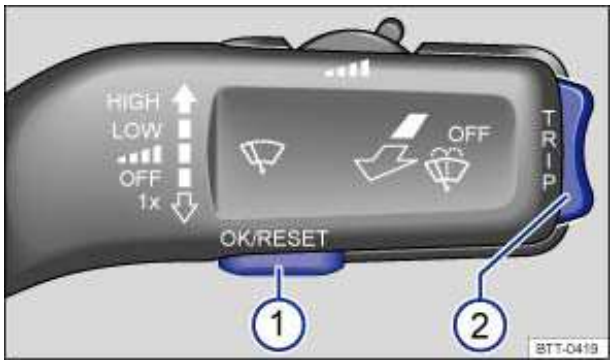

Fig. 13 On the windshield wiper control stalk: control buttons 1 and 2 on the windshield wiper lever.
The instrument cluster displays are controlled by the OK/RESET button and the TRIP rocker switch on the windshield wiper lever (⇒ fig. 13, (1) and (2)).